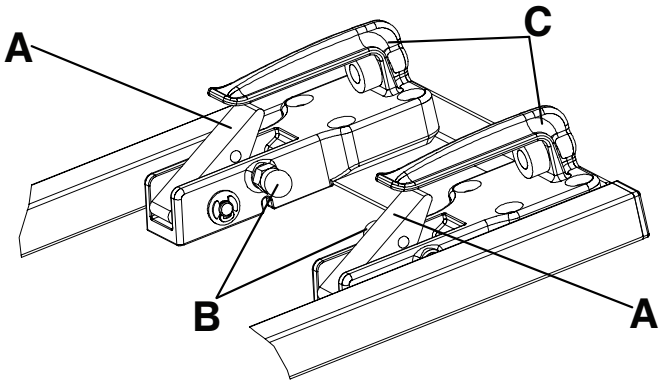

Rysunek 18 – Dwustopniowe urządzenie blokujące
Uwaga - Obudowa blokady od strony podnóżka jest wyposażona w dwustopniowe urządzenie blokujące (Rysunek 18). Po zablokowaniu noszy w zakotwieniu czerwony przycisk zwalniający powróci do początkowego położenia.
Aby zwolnić nosze z dwustopniowego urządzenia blokującego, należy pociągnąć czerwone pokrętła zwalniające (B) na wewnętrznej stronie przednich haków zabezpieczających (C) (Rysunek 18).